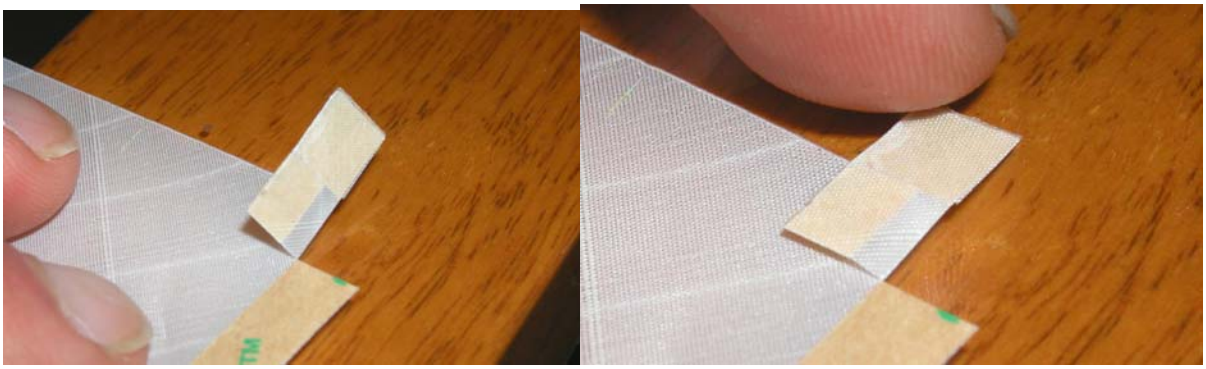

Figure 18: The fold in the tip.
21. Fold and crease the piece, keeping the fold parallel to the leading edge at the end. See Figure 18.